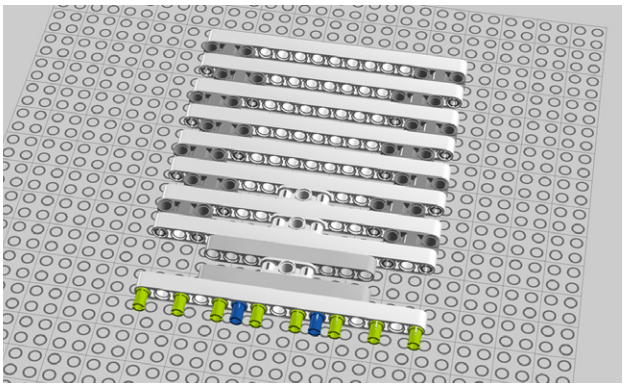

Figure 8-15. *Step 10: Adding eight additional pegs*
10. Add eight connector pegs as you see in Figure 8-15.